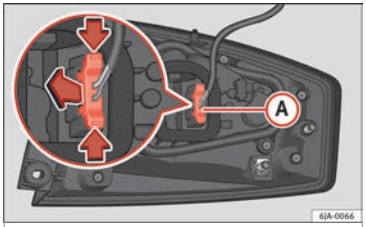

Fig. 99 Light connector at the rear of the rear light unit.
– Disconnect the light connector (A) ››› Fig. 99 by moving its side levers (arrows) and pulling the connector outwards.